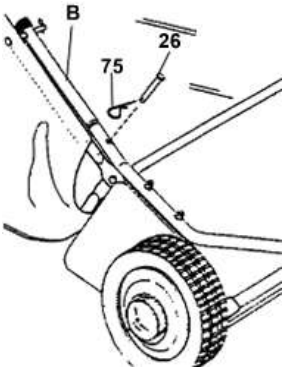

Abbildung 19
- Stecken Sie beidseitig den Bolzen (26) in die dafür vorgesehene Bohrung und sichern Sie den Bolzen mit dem Splint (75) (siehe Abbildung 19).